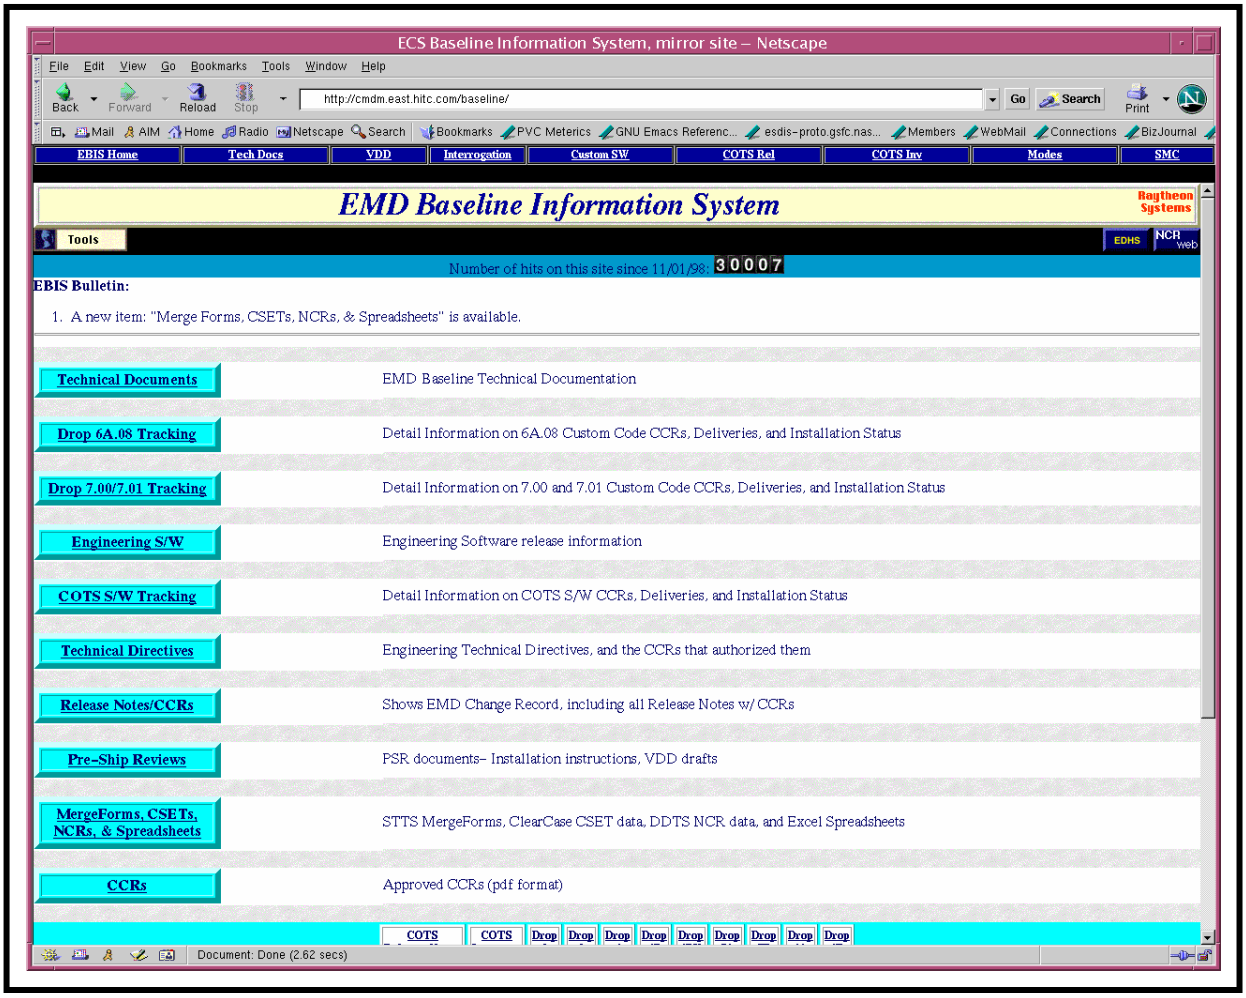

Figure 9. EMD Baseline Information System Web Page
- The **EMD Baseline Information System** web page (Figure 9) is displayed.